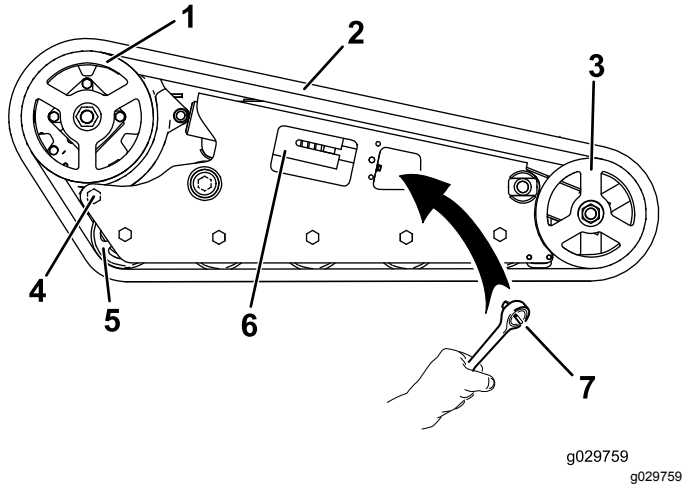

Rysunek 65
5. Za pomocą klucza grzechotkowego z zabierakiem ½ cala uwolnij napięcie gąsienicy, obracając śrubę napinającą w prawo (Rysunek 59 oraz Rysunek 65).
6. Poluzuj tylną śrubę w pobliżu koła napędzającego (Rysunek 65).